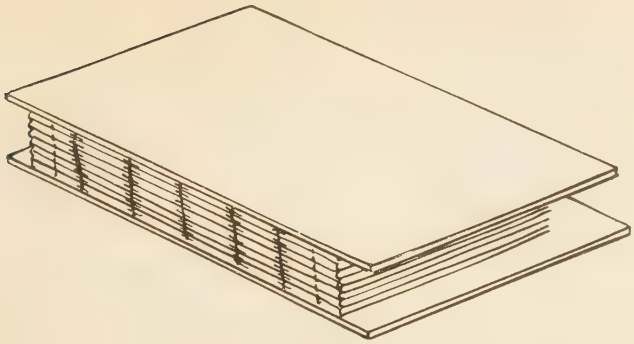

Fig. 199—Trimmed Book Jogged, with Cardboard Protectors Ready for Clamping
2. Cut a pair of stiff boards slightly larger than the trimmed book and place one on either side with one long edge of boards *flush* with *back* edge of book. (Fig. 199.)